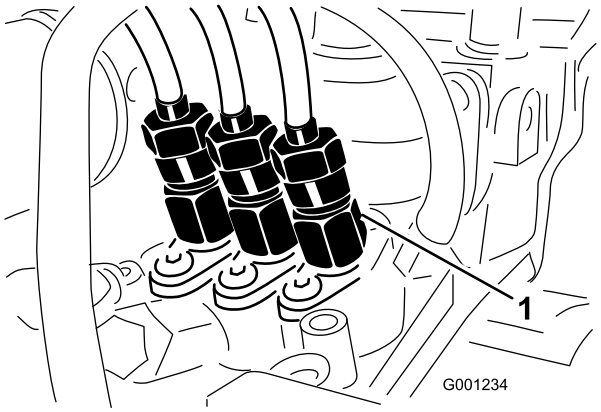

**Figur 55**
1. Lossa rörmuttern på insprutarmunstycke nr 1 och hållaren vid insprutarpumpen (Figur 55).